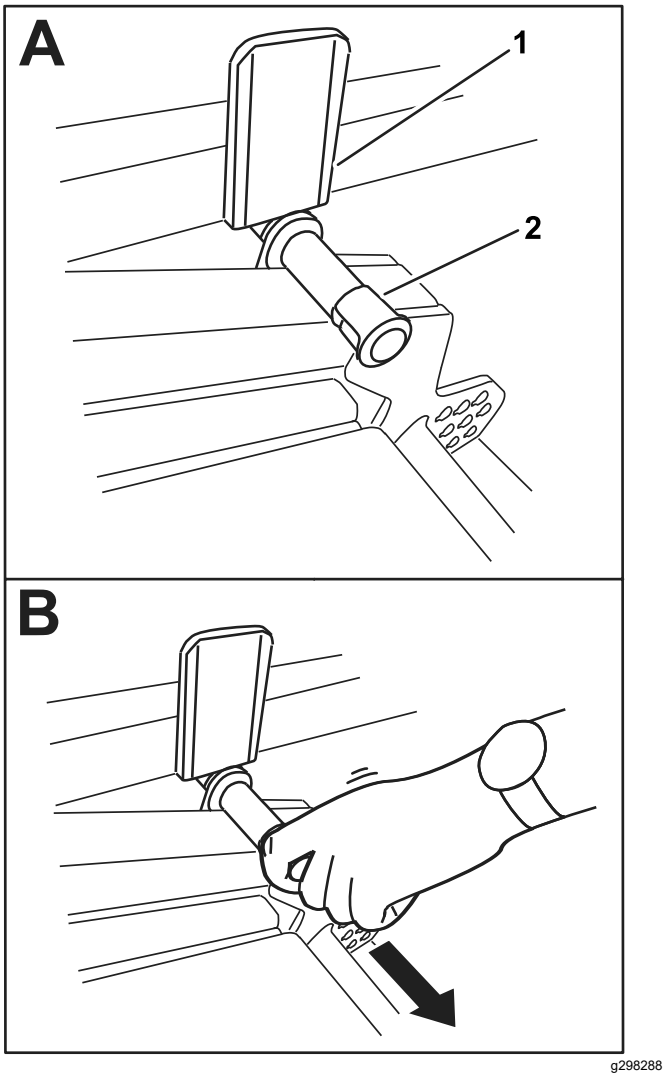

**Figura 39**
2. Ruotate lentamente l'apparato di taglio verso il basso sinché il perno non entra a contatto con la piastra del braccio di sollevamento (A nella Figura 39).
3. Esercitate una pressione sull'apparto di taglio con il piede, quindi estraete il perno (B nella Figura 39) per consentire all'apparato di taglio di stabilizzarsi nella posizione TRASPORTO.